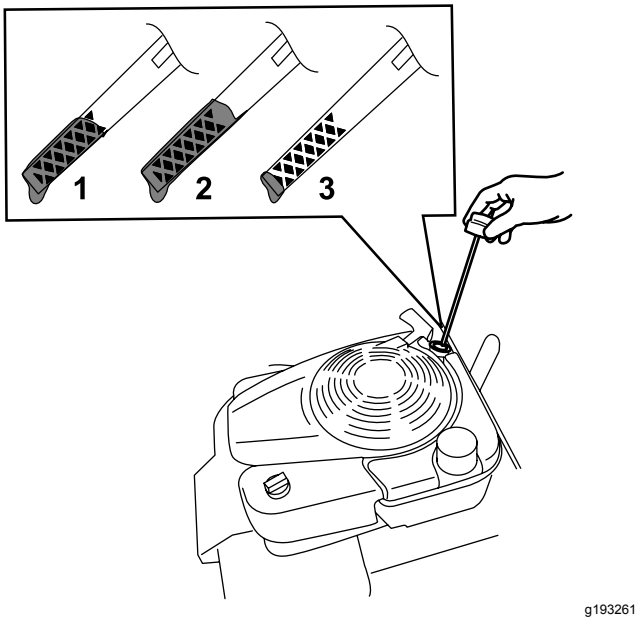

Figure 6
2. Tournez le bouchon dans le sens antihoraire et sortez la jauge (Figure 6).
7. Relevez le niveau d'huile indiqué sur la jauge (Figure 6).